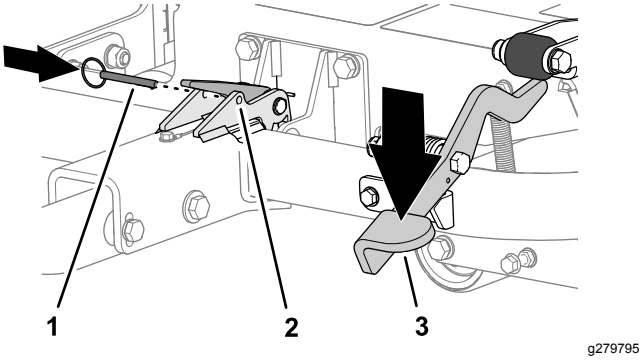

**Figuur 19**
3. Trap het pedaal van de trekhaak in totdat de trekhaak op zijn plaats klikt (Figuur 19).
4. Breng de borgpen aan in de openingen in de vergrendeling (Figuur 19).